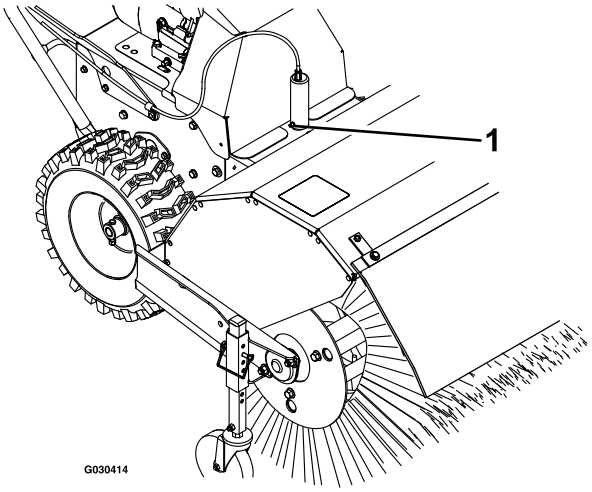

Bild 20
1. Fetten Sie den Arretierbolzen für den Kehrbürstenwinkel mit Nr. 2 Fett auf Lithiumbasis ein (Bild 20).